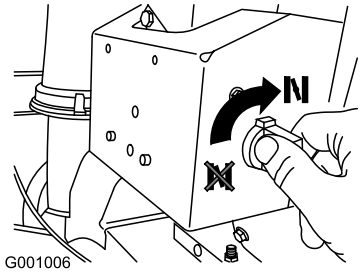

Figur 26
4. Drei choken til På-stilling (Figur 26).